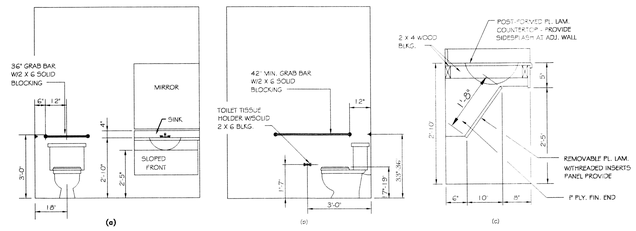

FIG. 31
4.16.3* HEIGHT. THE HEIGHT OF WATER CLOSETS SHALL BE 1'7"TO 19" (430mm TO 485mm), MEASURED TO THE TOP OF THE TOILET SEAT. SEATS SHALL NOT BE SPRUNG TO RETURN TO A LIFTED POSITION (SEE FIG. 31).
4.16.4* GRAB BARS. GRAB BARS FOR WATER CLOSETS NOT LOCATED IN STALL SHALL COMPLY WITH 4.26 AND FIG. 31. THE GRAB BAR BEHIND THE WATER CLOSET SHALL BE 36" (915mm) MINIMUM.
4.16.6 DISPENSERS. TOILET PAPER DISPENSERS SHALL BE INSTALLED WITHIN REACH, AS SHOWN IN FIG. 31. DISPENSERS THAT CONTROL, DELIVER, OR THAT DO NOT PERMIT CONTINUOUS PAPER FLOW, SHALL NOT BE USED.
4.17.6 GRAB BARS. GRAB BARS MAY BE MOUNTED WITH ANY DESIRED METHOD AS LONG AS THEY HAVE A GRIPPING SURFACE AT THE LOCATIONS SHOWN IN FIG. 31 AND DO NOT OBSTRUCT THE REQUIRED CLEAR FLOOR AREA. GRAB BARS SHALL COMPLY WITH 4.26.
4.19.2 HEIGHT & CLEARANCES. LAVATORIES SHALL BE MOUNTED WITH THE RIM OR COUNTER SURFACE NO HIGHER THAN 34" (865mm) ABOVE THE FINISH FLOOR. PROVIDE A CLEARANCE OF AT LEAST 29" (735mm) ABOVE THE FINISH FLOOR TO THE BOTTOM OF THE APRON (SEE FIG. 31).
4.19.6* MIRRORS. MIRRORS SHALL BE MOUNTED WITH THE BOTTOM EDGE OF THE REFLECTING SURFACE NO HIGHER THAN 40" (1015mm) ABOVE THE FINISH FLOOR (SEE FIG. 31).
4.24.2 HEIGHT. SINKS SHALL BE MOUNTED WITH THE COUNTER OR RIM NO HIGHER THAN 34" (865mm) FROM THE FINISHED FLOOR (SEE FIG. 31).